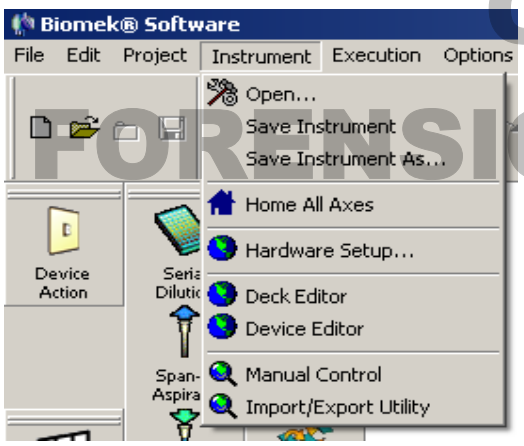

Figure 1. Selecting the Deck Editor from the Instrument drop-down window.
2.2 Using the Instrument drop-down window, shown in Figure 1, select the Deck Editor.